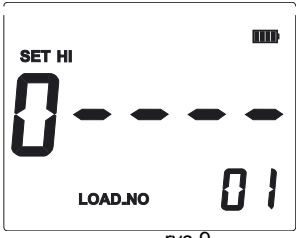

rys.9
1. PO włączeniu miernika, naciśnij przycisk SETUP LCD wyświetli „SET HI-----Ω LOAD----NO 01" (patrz rys. 9). SET HI odnosi się do limitu górnego. Główny wyświetlacz pokaże 0---. a pomocniczy pokaże LOAD----NO 01 (odniesienie do bieżącej grupy pomiarów).
2. Wybierz jednostkę rezystancji; każde naciśnięcie FT/M, spowoduje przełączenie pomiędzy: Ω, mΩ, KΩ dla tej samej grypy pomiarów porównawczych. Rys. 9